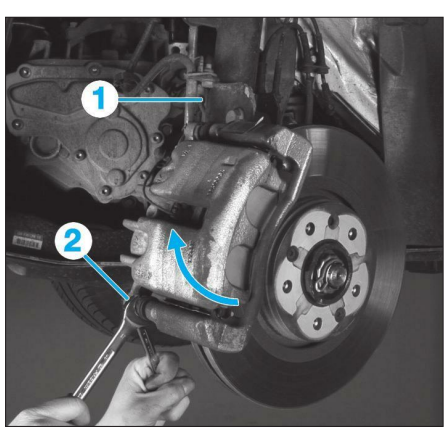

**Fig. 1**
• Débrancher le fil du témoin d'usure (1) des plaquettes de frein **(Fig.1)**.
• Déposer la vis inférieure (2).